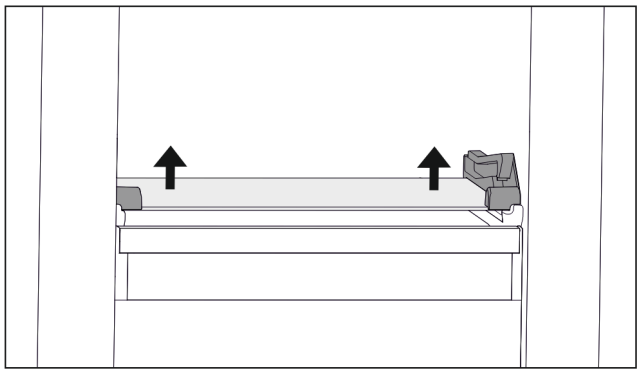

Fig. 74 Glasplatte des abkippbaren Schubfachs
- ▶ Glasplatte von unten beidseitig nach oben drücken. (siehe Fig. 74)